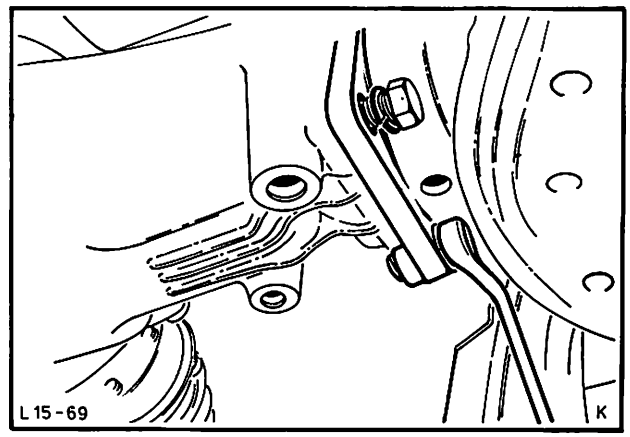
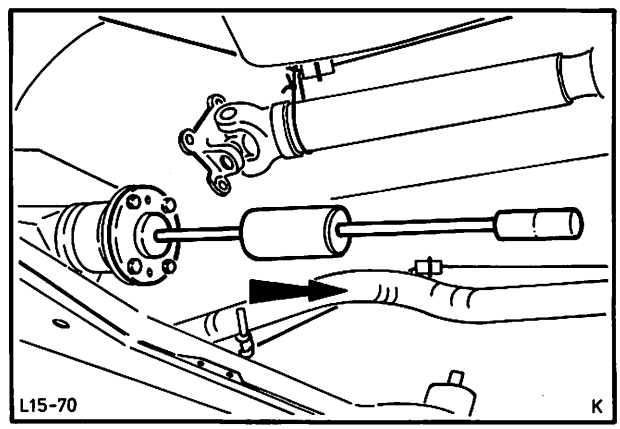

Abb. 104 Hinterachsverlängerung vom Achsgehäuse abschrauben
Abb. 105 Verlängerung und Welle komplett mit Spezialwerkzeug 15-011 abziehen.
7. Hinterachsverlängerung vom Achsgehäuse abschrauben (4 Schrauben), Abb. 104. Zwischenplatte 15-011-01 (metr. Gewinde) bzw. 15-011-02 (Zollgewinde) mit Gelenkwellenschrauben an den Flansch montieren. Hinterachsverlängerung und Welle komplett mit Spezialwerkzeug 15-011 abziehen, Abb. 105. Spezialwerkzeug entfernen.